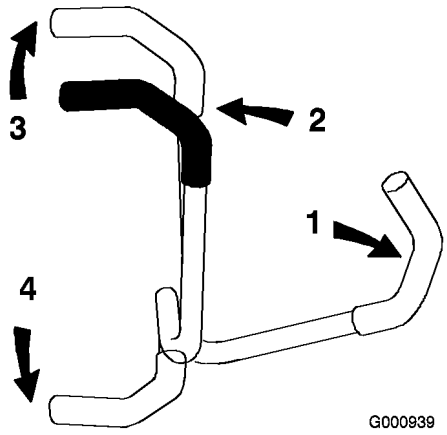

Figur 16
1. Flytta rörelsereglagen (Figur 16) ut till det neutrala låsläget.
3. Kör framåt genom att försiktigt föra rörelsereglagen framåt (Figur 16).
Kör rakt fram genom att trycka lika mycket på båda rörelsereglagen (Figur 16).
För att svänga vrider du rörelsereglaget mot neutralläget i den riktning du vill svänga (Figur 16).
2. Backa genom att försiktigt dra rörelsereglagen bakåt (Figur 16).
För att svänga lättar du på trycket på det rörelsereglage som är närmast det håll som du vill svänga åt (Figur 16).